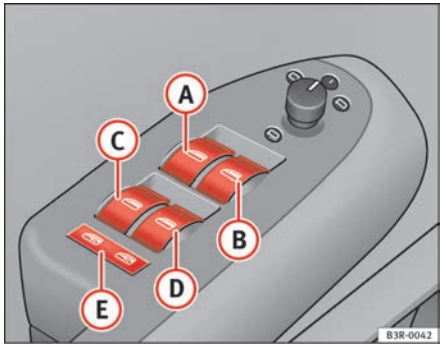

Fig. 80 Detail of the driver's door: Control switches
(A) Switch ⇒ fig. 80 for the driver's door window
The safety switch ⇒ page 110, fig. 80 (E) can deactivate the rear door switches. The windows can only be operated from the rear when the safety switch is pressed in.